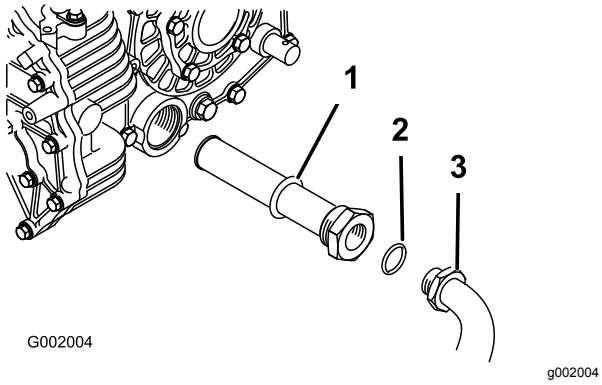

Figur 54
5. Fjern hydraulikslangen og 90°-beslaget (Figur 54).